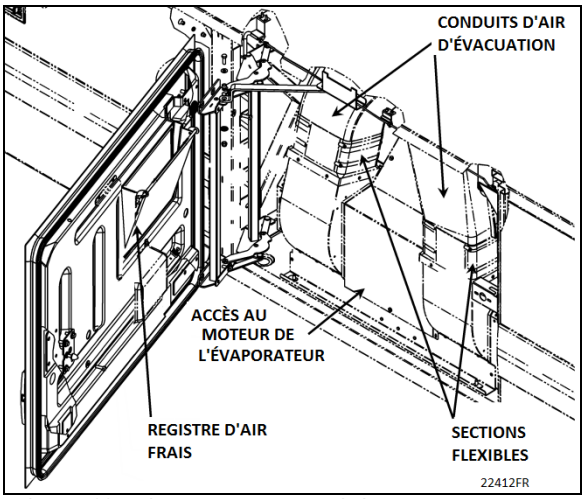

FIGURE 63: ACTUATEUR DU REGISTRE D'AIR NEUF DE LA ZONE DES PASSAGERS DE LA SÉRIE X3
- Séries X3 – Dans la porte du compartiment de l'évaporateur (Figure 63).